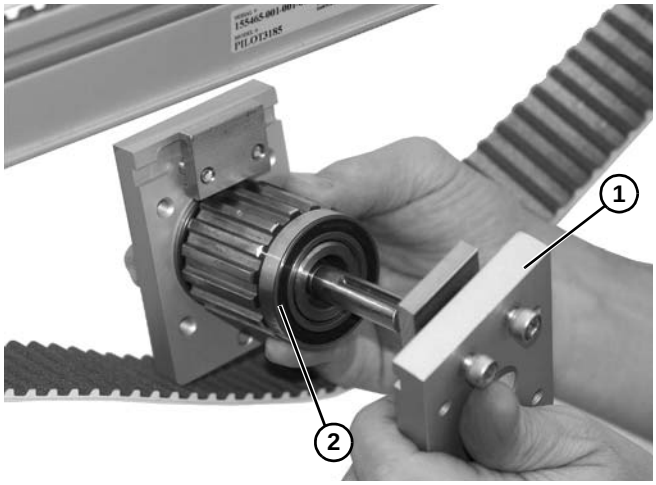

Abbildung 86
4. Montageblöcke **(Abbildung 86, Teil 1)** von Spindel **(Abbildung 86, Teil 2)** trennen.